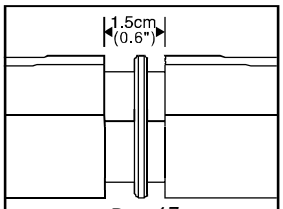

Рис.17
3. ***Соедините направляющие с помощью двух соединительных элементов (Рис. 16) и оставьте зазор 1,5 см между каждым соединением (Рис. 17).***